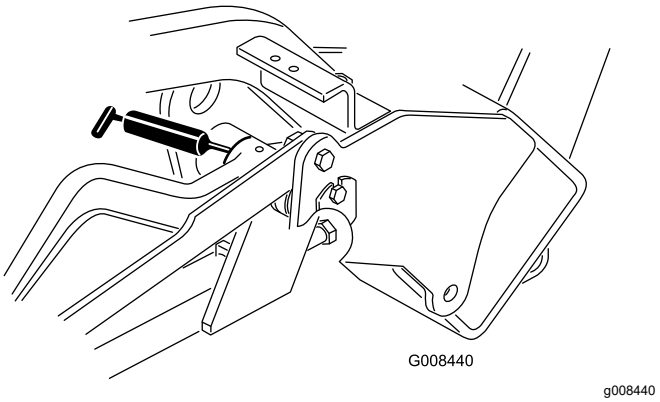

Rysunek 27
- Ramiona podnoszące (3) (Rysunek 27)